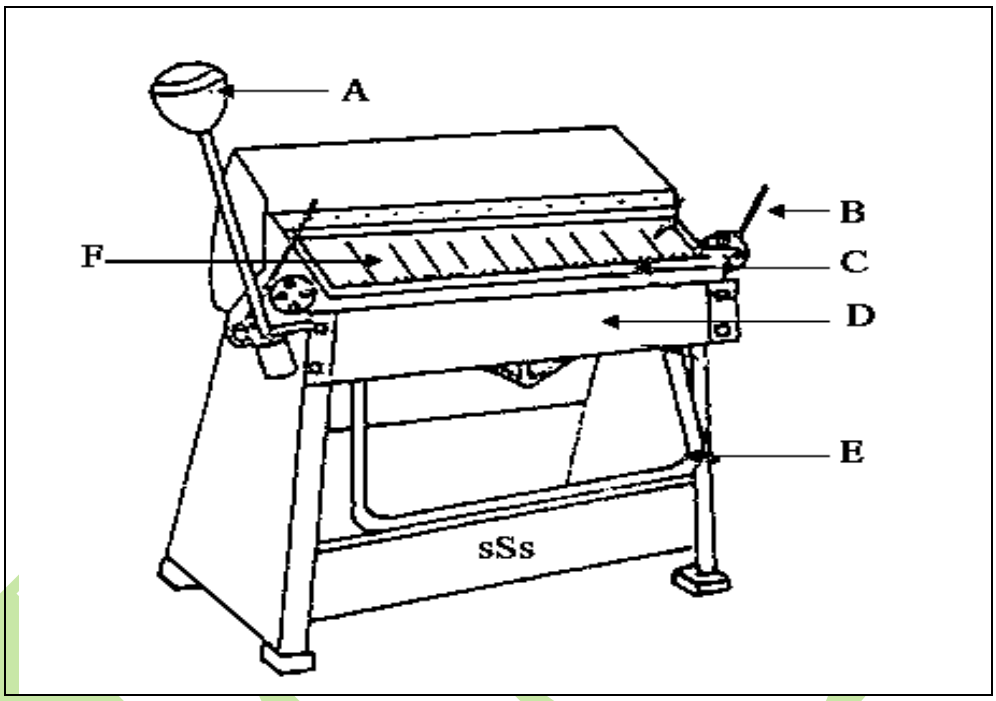

FIGURE 1 (6)
1.1 FIGURE 1 shows a box and pan folder. Name the items indicated on the sketch and write only the answer next to the letter (A–F) in the ANSWER BOOK.